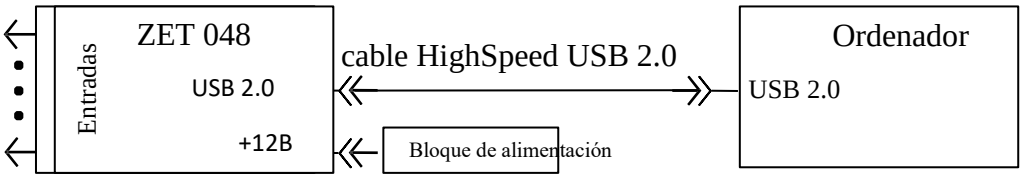

Imagen 1.4 – Conexión del registrador ZET 048-E al ordenador a través de interfaz USB 2.0
1.6.2.2.1 Conexión del registrador durante el uso del ordenador a través de bus de interfaz USB 2.0 HighSpeed se realiza de acuerdo con el diagrama de cableado eléctrico (Imagen 1.4)